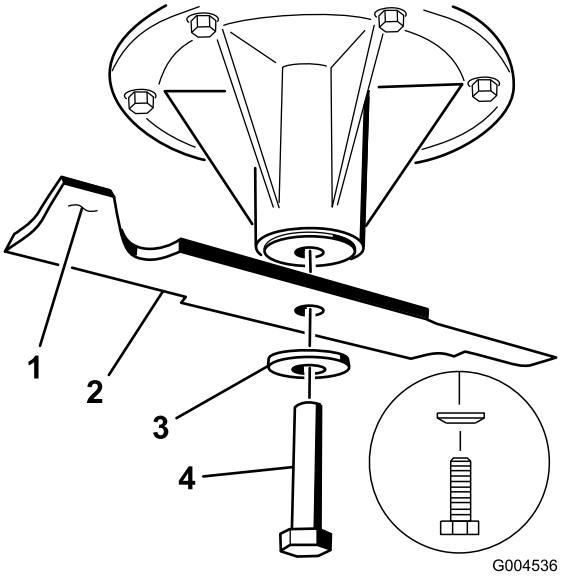

Figur 91
2. Avlägsna knivbulten, den böjda brickan och kniven från spindelaxeln (Figur 91).